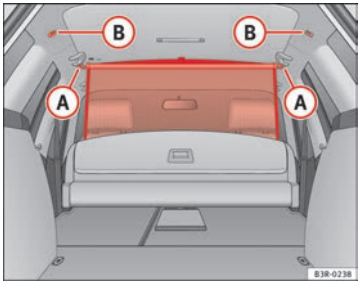

Fig. 121 Retainers for the net partition
– Engage the ends of the bar in the retainers (B) ⇒ fig. 121.
– Engage the ends of the bar in the retainers (A) ⇒ fig. 121.